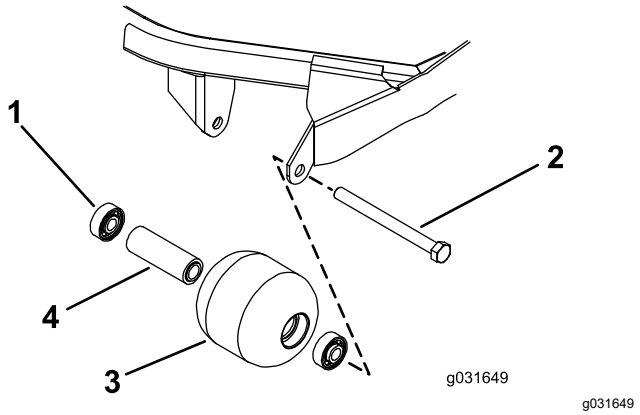

Figura 72
1. Rimuovete il bullone di montaggio del rullo (Figura 72).
4. Verificate la presenza di eventuali danni sull'alloggiamento, sui cuscinetti e sul distanziale del cuscinetto del rullo (Figura 72).
1. Premendo soltanto sulla pista esterna o, in misura uguale, sulla pista interna ed esterna, spingete il primo cuscinetto nell'alloggiamento del rullo (Figura 72).
2. Inserite il distanziale (Figura 72).
3. Premendo soltanto sulla pista esterna o, in misura uguale, sulla pista interna ed esterna, spingete il secondo cuscinetto nell'alloggiamento del rullo fino a quando non è a contatto con il distanziale (Figura 72).